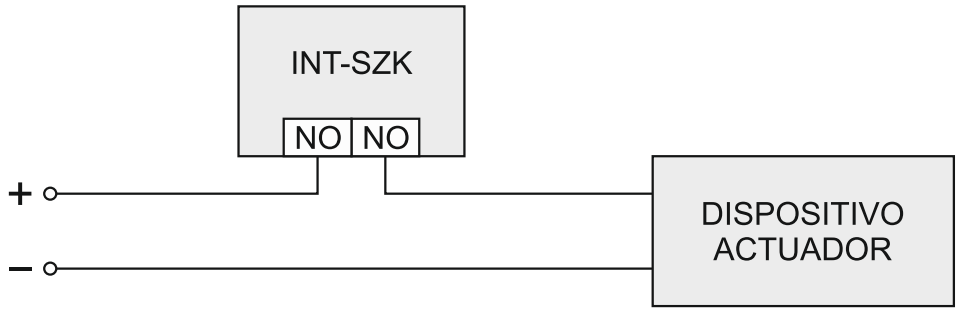

Fig. 1. Demostración de cómo conectar los conductos con los contactos NO del teclado.
8. Si el teclado a código debe controlar la cerradura eléctrica, el cierre electromagnético u otro dispositivo actuador de puertas, es necesario conectar los conductos convenientes con los contactos NO (ver: fig. 1). No se recomienda que el dispositivo actuador se alimente de la misma fuente de alimentación que el teclado a partición.